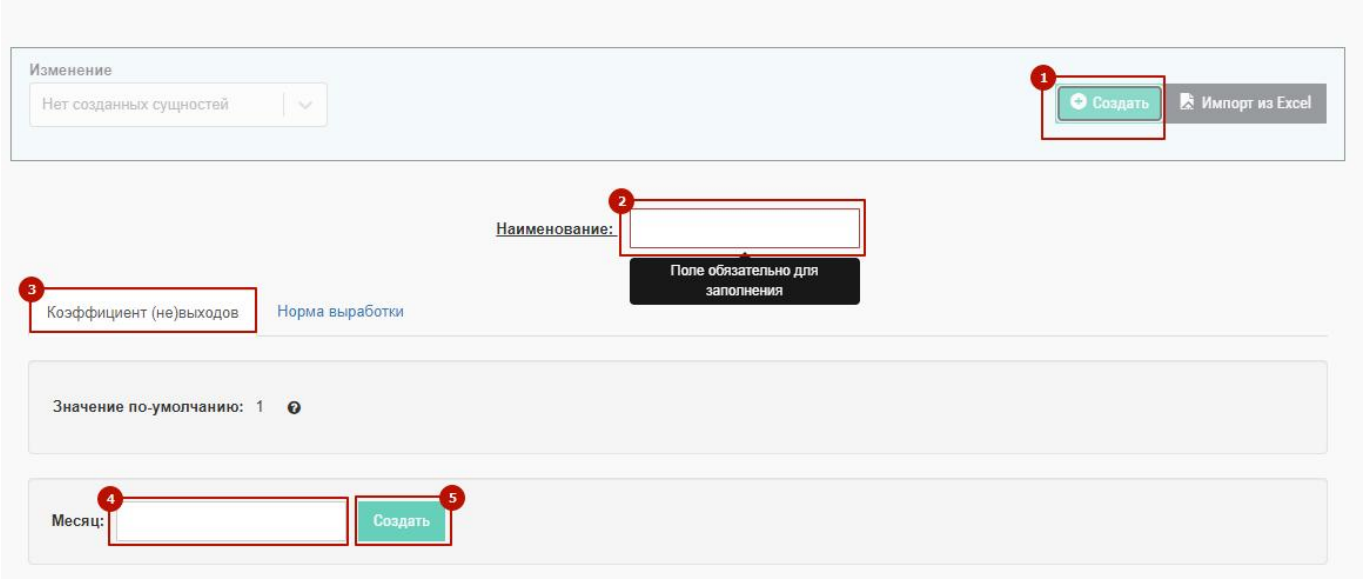

Рис. 46 – Создание изменения по профессиям, коэффициент невыходов
- Нажать кнопку «Создать» (1 на Рис. 46);
- Ввести «Наименование изменения» (2 на Рис. 46);
- Для изменения коэффициента невыходов (по умолчанию равен 1) нужно на вкладке «Коэффициент (не)выходов» выбрать в выпадающем меню требуемый месяц и нажать кнопку «Создать» (3 + 4 + 5 на Рис. 46);